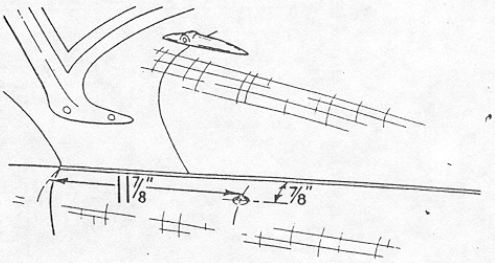

Fig. 1.
2. Mark off and cut a $\frac{7}{8}$" dia. hole in wing at position shown in Fig. 1. and assemble aerial to wing.
(1) Remove closing plate behind right side front wheel (Six $\frac{1}{4}$" screws).
(2) Mark off and cut a $\frac{7}{8}$" diameter hole in wing at position shown in Fig. 1. (F/ST11), and assemble aerial to wing.
(3) Remove plug in kick panel near aerial and route aerial lead through to control unit location.
(4) Refit closing plate.